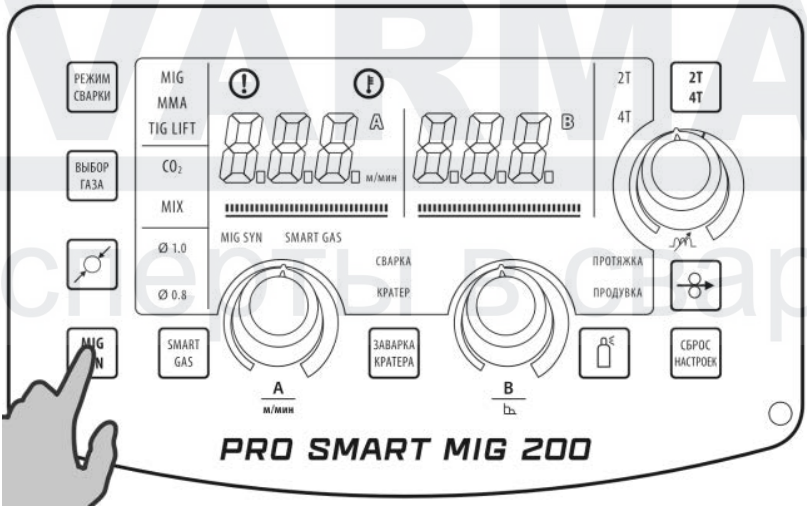

Рис. 8.6.2. Выбор режима MIG SYN.
**2.** Выберите режим MIG SYN (См. рис. 8.6.2), кнопка включения синергетического режима – см. табл. 7.0.2. поз. 5.